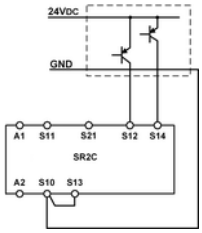

Fig. 8:
- For the applications according Fig. 8 and 9, make sure that the ´reference potential of the signal generator and the SR2C is the same